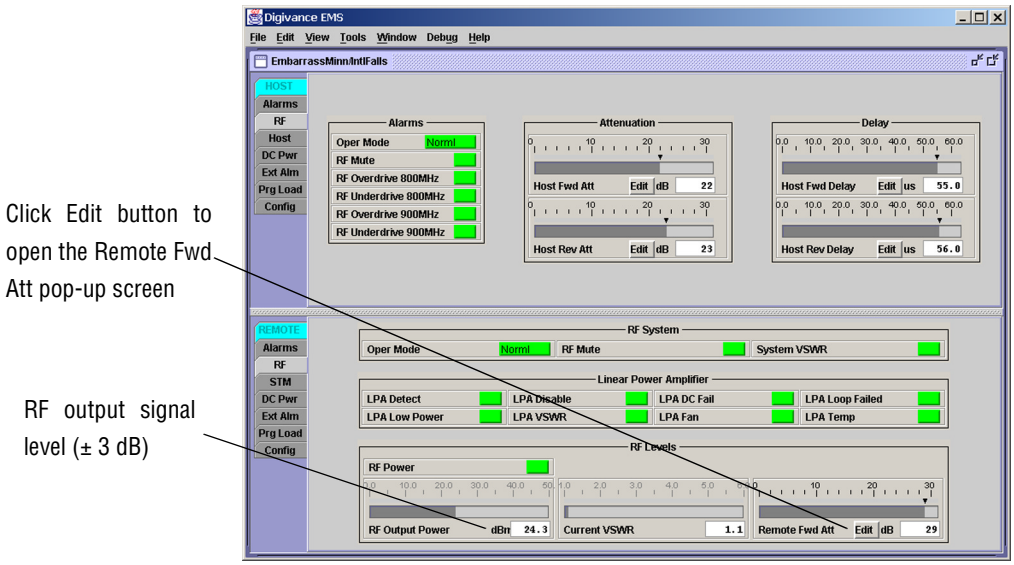
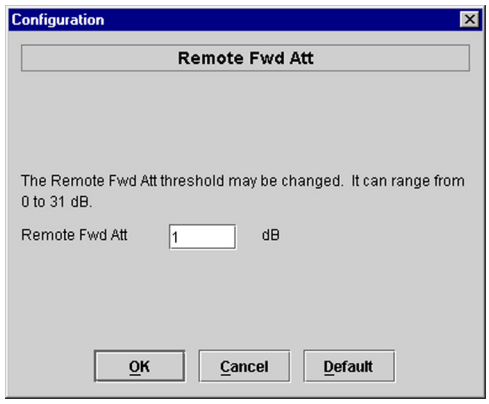

**Figure 3-8. REMOTE LPA Display**
**Figure 3-9. Remote Fwd Att Pop-Up Screen**
1. Click on the REMOTE **RF** tab. The REMOTE **RF** display will open within the EMS main window as shown in Figure 3-8.
4. Click on the **Remote Fwd Att** field **Edit** button (see Figure 3-8). The **Remote Fwd Att** pop-up screen will open as shown in Figure 3-9.
6. Verify that the appropriate RF output signal level appears in the **RF Output Power** field (see Figure 3-8). This is primarily a reference value and should not take the place of external test equipment when determining the power level of the composite RF output signal. Depending on the modulation type and number of channels, the EMS software may report a power level that is higher or lower (± 3 dB) than the actual RF output signal.